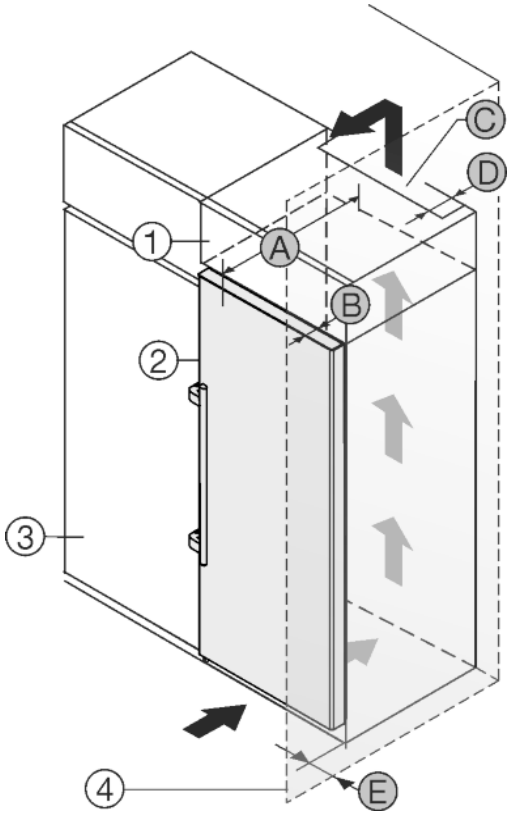

Fig. 9
L'appareil peut être réagencé avec des buffets de cuisine. Pour adapter l'appareil *Fig. 9 (2)* à la hauteur du coin cuisine, une rehausse *Fig. 9 (1)* peut être posée sur l'appareil.
L'appareil peut être installé directement à côté du buffet de cuisine *Fig. 9 (3)*. Pour pouvoir ouvrir complètement les portes, l'appareil doit déborder de la profondeur *Fig. 9 (B)* par rapport à la façade du buffet. L'appareil peut déborder encore plus en fonction de la profondeur des buffets et de l'utilisation de cales d'épaisseur.
- Une sortie d'air avec la profondeur *Fig. 9 (D)* doit être présente au dos de la rehausse sur toute sa largeur.
- La section de ventilation *Fig. 9 (C)*sous plafond doit être respectée.
Si l'appareil avec les charnières est installé près d'une paroi *Fig. 9 (4)*, la distance *Fig. 9 (E)* entre l'appareil et la paroi doit être respectée. Ceci correspond à la saille de la poignée avec la porte ouverte.